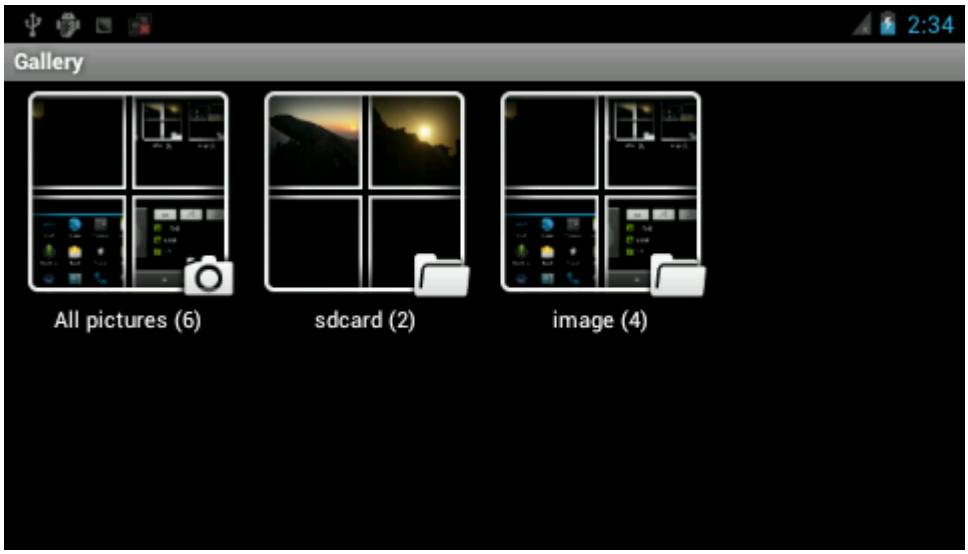

Figure 4-16
(2) Click “Gallery” and select a picture folder, Refer to figure 4-16: